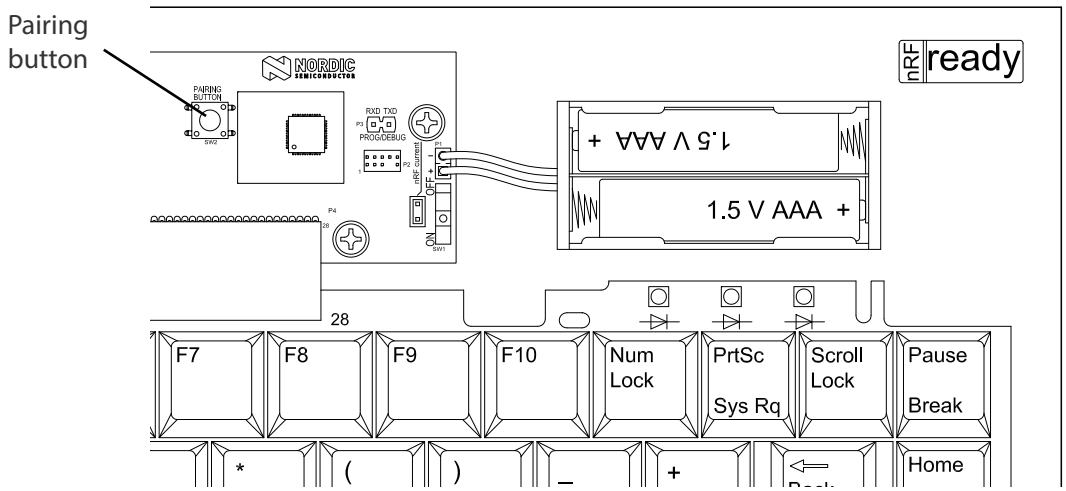

***Figure 5*** *Press the pairing button*
1. Press the pairing button on the keyboard, see ***Figure 5***.